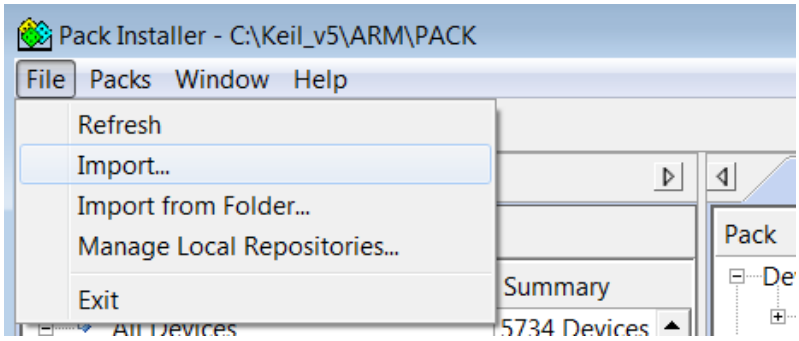
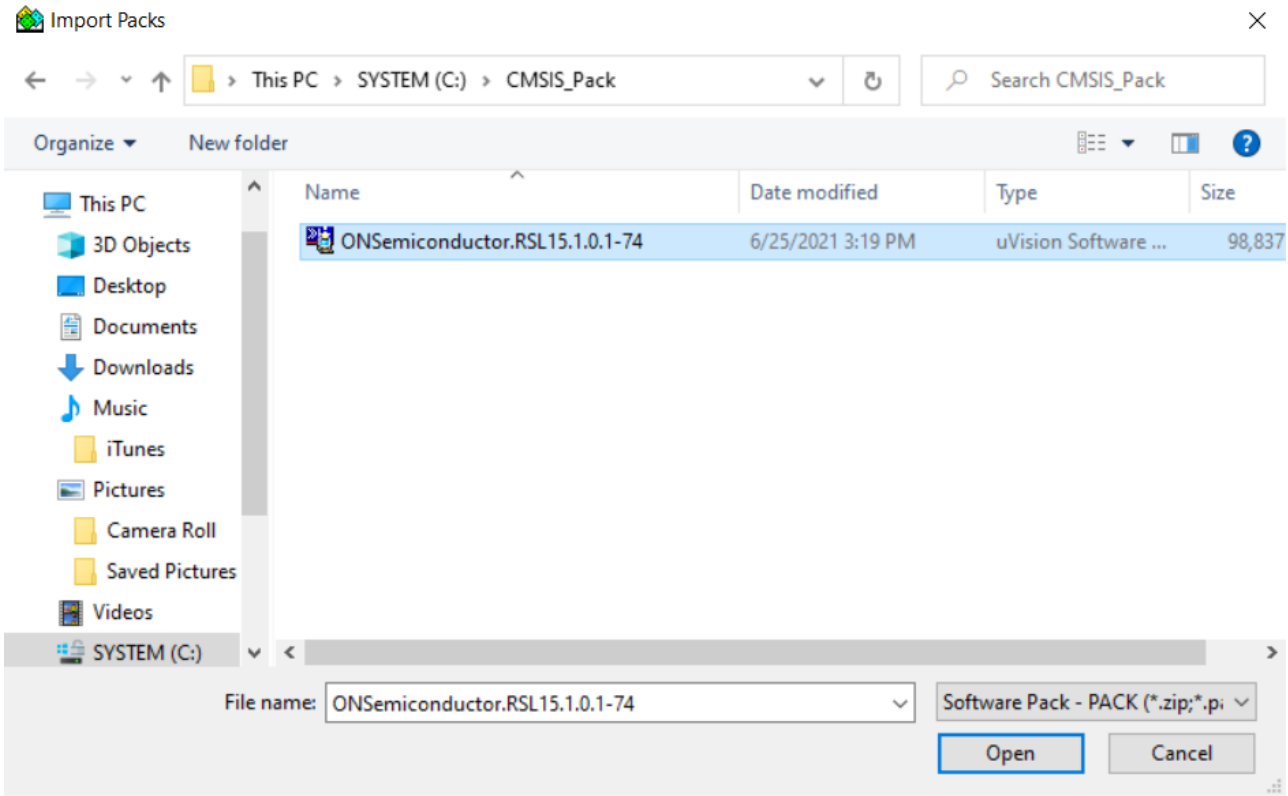

Figure 19. Importing the RSL15 CMSIS-Pack
Figure 20. Installing the RSL15 CMSIS-Pack for the Keil µVision IDE
3. Click on **File** > **Import** (see the "Importing the RSL15 CMSIS-Pack" figure (Figure 19)), select your pack file *ONSemiconductor.RSL15.***`<version>`***.pack*, and click **Open** (see the "Installing the RSL15 CMSIS-Pack for the Keil µVision IDE" figure (Figure 20)). **<version>** is the RSL15 version, such as 2.2.347.